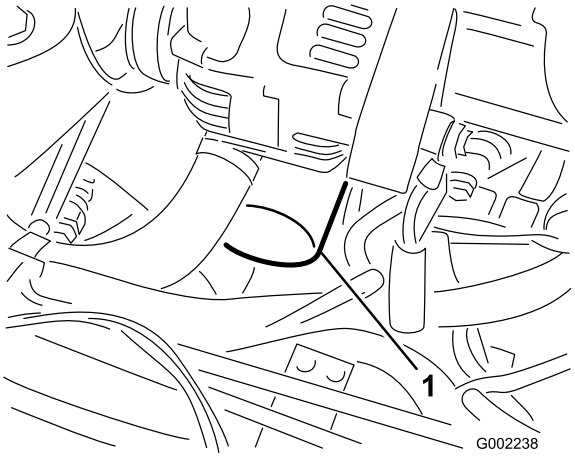

Figur 42
7. Fjern det gamle oliefilter (Figur 42).
10. Monter det nye oliefilter på filteradapteren. Drej oliefilteret med uret, indtil gummipakningen berører filteradapteren. Spænd derefter filteret yderligere 1/2 omgang (Figur 42).